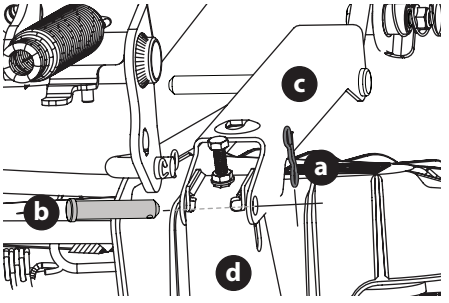

Fig. 44
a. Extraiga los dos pasadores con unión curva (a) de los pasadores de horquilla (b) que sujetan los soportes del varillaje de elevación (c) a los soportes traseros de elevación de la plataforma (d) en la plataforma. Extraiga los pasadores de horquilla (b) (Fig. 44 en la página 69).